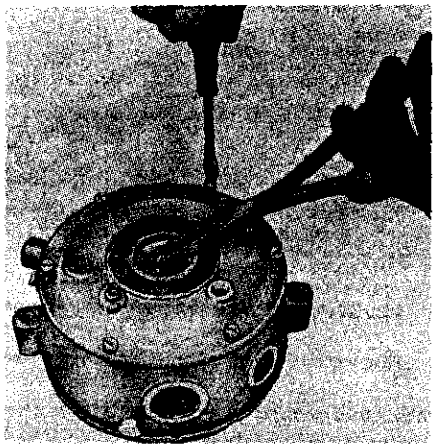

Fig. 117–Pull up on diaphragm with pliers while tightening cover retaining screws.
over the pins with gasket ears over the primary cover (38) mounting screws. Mount the secondary diaphragm assembly on pins with button against valve lever. Place cover (8) on pins so that it will be right side up when mounted on tractor and install three retaining screws. Remove the alignment pins and install the other three screws. Refer to Fig. 117 and tighten cover retaining screws while pulling up on diaphragm screw (9—Fig. 110) with pliers. Reinstall primer coil assembly and connect to 12-volt battery to check primer operation. Apply air pressure to converter inlet and check for leakage at vapor outlet with soap bubble. Actuate primer either manually or electrically to check for fuel flow out of vapor outlet; volume will not be great but escaping air should be audible. Reinstall converter by reversing removal procedure. Be sure to bleed any trapped air from the converter by loosening top water hose.